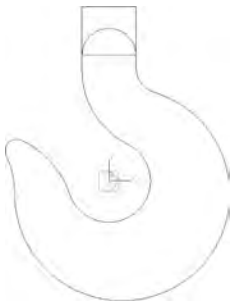

图 5-195 绘制图
(1) 绘制截面线 1。单击曲线生成栏中的“等距线”图标，在立即菜单中输入距离 25，拾取上部直线，选择向下箭头为等距方向，生成距离为 25 的等距线。
(2) 单击曲线生成栏上的“整圆”图标，在立即菜单中选择绘圆方式“圆心点_半径”，按照提示单击选取 25 的等距线的中点为圆心，中点到端点的距离为半径，右击结束该圆的绘制。单击“曲线裁剪”图标，拾取下部分圆弧，右击确认，如图 5-195 所示。